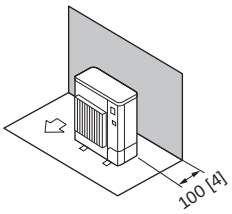

Fig. 2-6
1. Obstáculos solo en la parte trasera (Fig. 2-6)